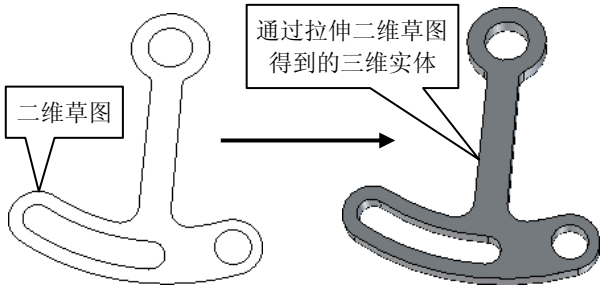

图 1-3　利用二维草图创建三维实体
- **二维草图设计**：利用此功能，用户可以绘制和编辑二维草图。二维草图通常作为三维实体的截面、辅助线等，是三维实体设计的基础，如图 1-3 所示。